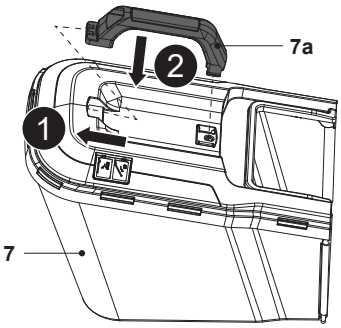

**Fig. 6**
2. Asamblează mânerul de transport (7a) în cele două fante de asamblare de pe cadrul superior al colectorului de iarbă (7), având grijă să-l orientezi corect (fig. 6).